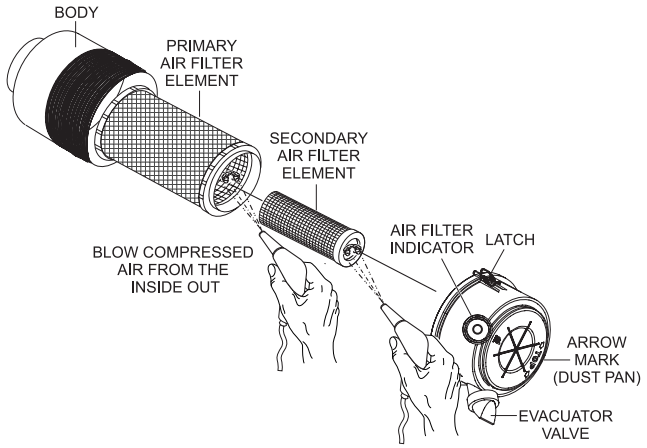

Figure 61. Engine Air Cleaner
This Isuzu diesel engine is equipped with a replaceable, high-density, paper air cleaner element (Figure 61). The air cleaner is also equipped with an inner (secondary) element that is used as a backup filter should the primary element become damaged. Check the air cleaner daily or before starting the engine. Replace the air cleaner as needed.
1. Release the latches that secure the cover to the air cleaner body (Figure 61).
2. Remove the **air cleaner cover** (Figure 61) and set it aside.
3. Remove both the primary and secondary air cleaner elements (Figure 61).
5. To clean the **primary element** (paper air filter) as shown in Figure 61, tap the filter element several times on a hard surface to remove dirt, or blow compressed air, not to exceed 30 psi (207 kPa, 2.1 kgf/cm^2), through the filter element from the inside out.
8. Clean the inside of the **air cleaner body** (Figure 61).